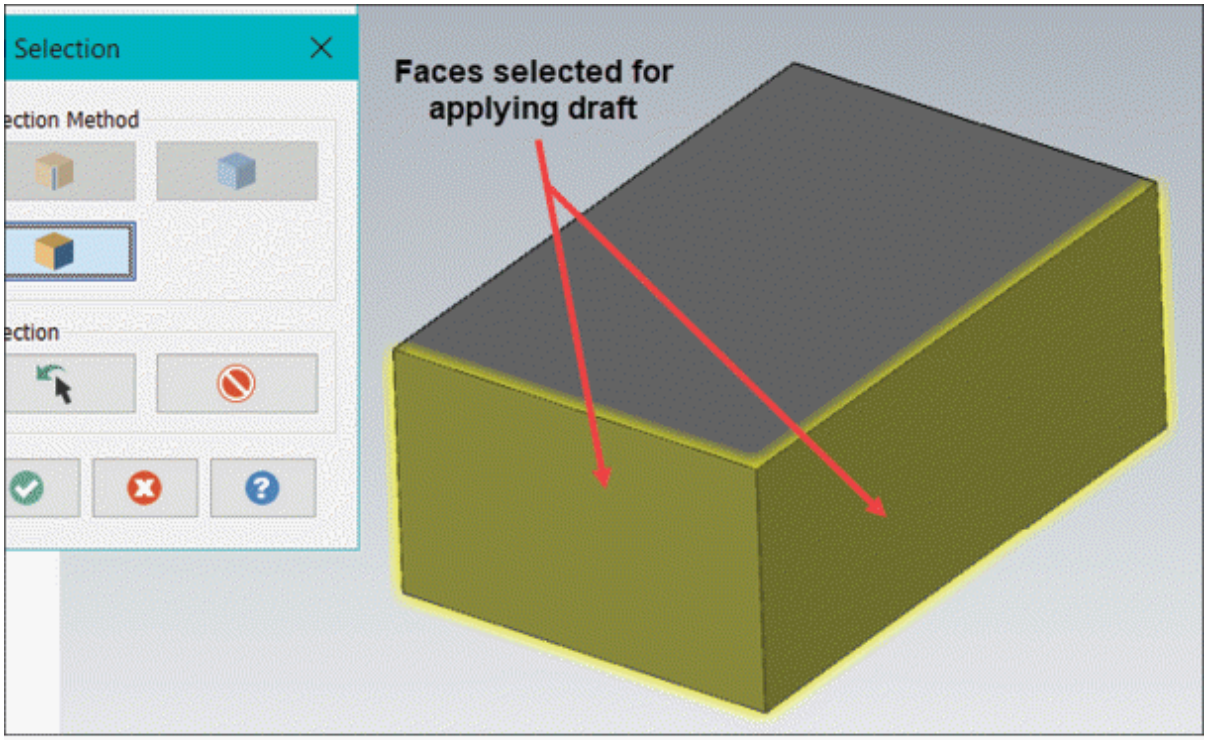

Figure-69. Faces selected for applying draft
- Select desired side faces of the extrude feature to which you want to apply draft angle; refer to Figure-69 and click on the **OK** button from **Solid Selection** dialog box.